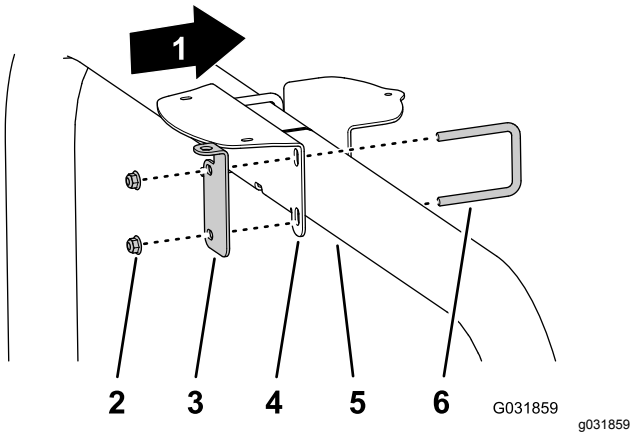

Figur 150
- Hvis din maskine er forsynet med GNSS og CDMA- eller GSM RTK-korrektionsmodemsættet, monteres modtagerbeslaget og RTK-antennebeslaget på styrtbøjlerøret (Figur 150) med de 2 U-bolte og 4 flangelåsemøtrikker (3/8 tomme).